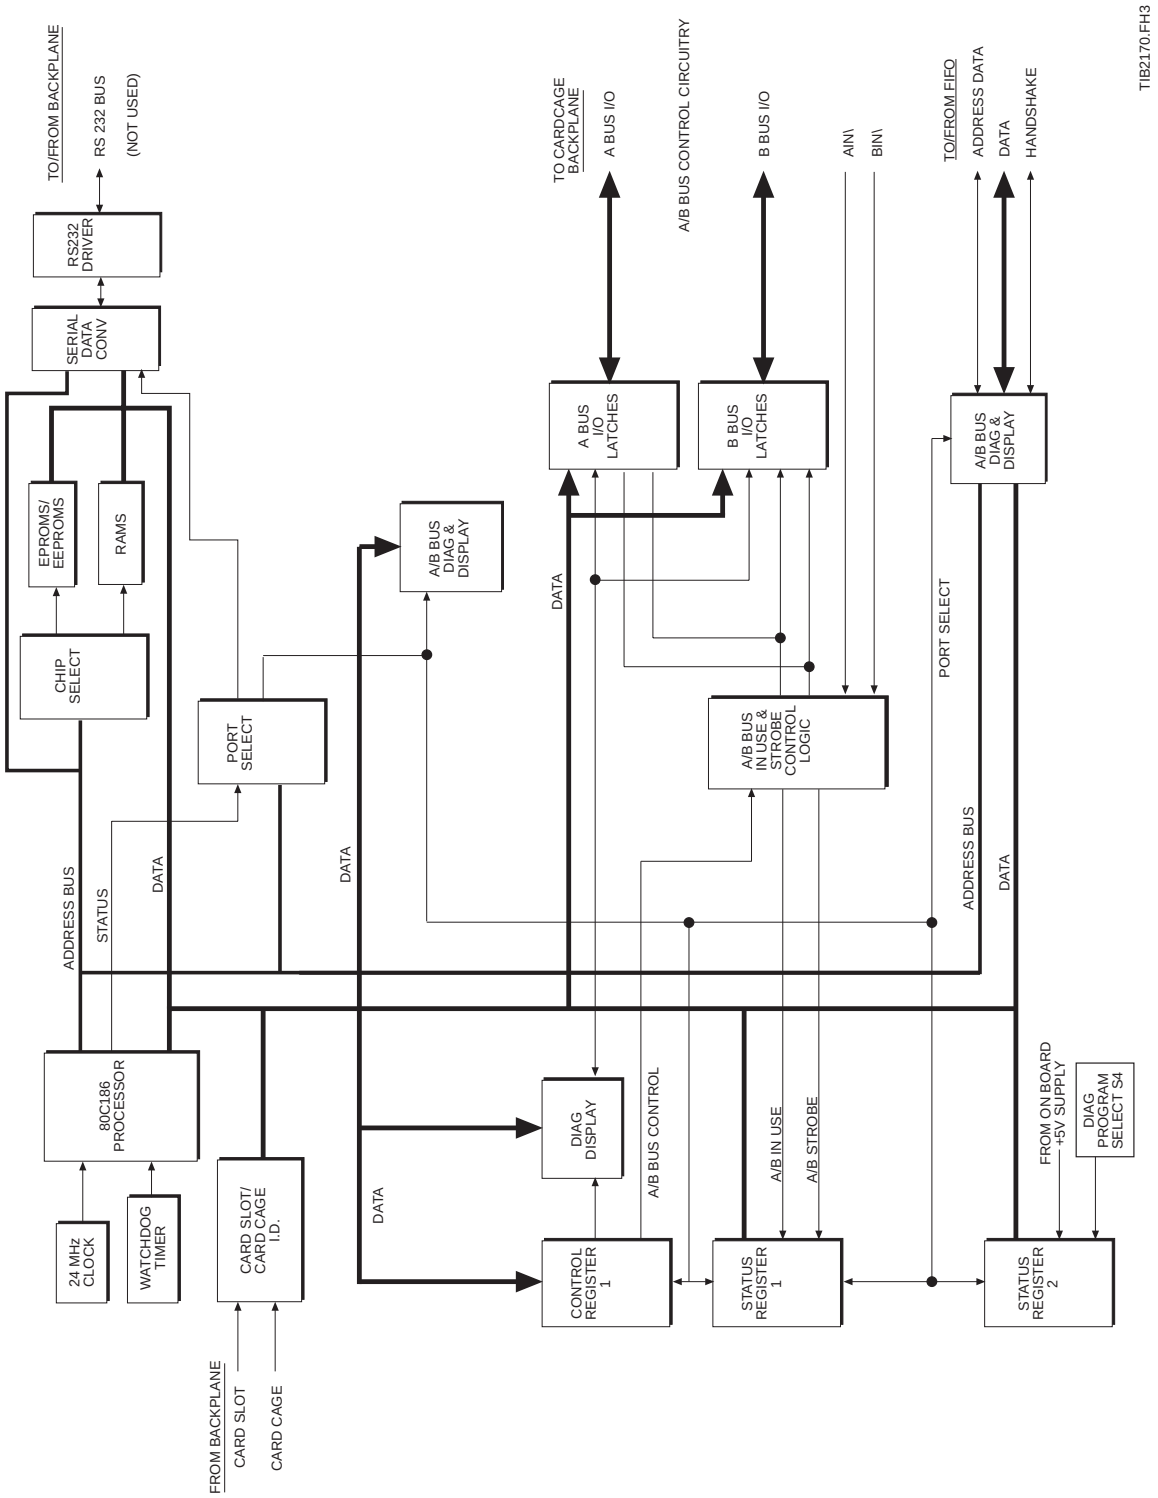

*Figure 5-40. Gateway Interface Functional Block Diagram*
***A/B Bus Interface.*** Refer to **Figure 5-40**. Card operations are managed by an 80C186 micro-processor from instructions provided by operating software installed in two 128Kx8 EPROMs. Interface configuration and control data is stored in two 128Kx8 RAMs. The standard DENRO A/B-bus control circuitry, consisting of bus control logic and I/O latches, is installed for the A/B-bus interface.